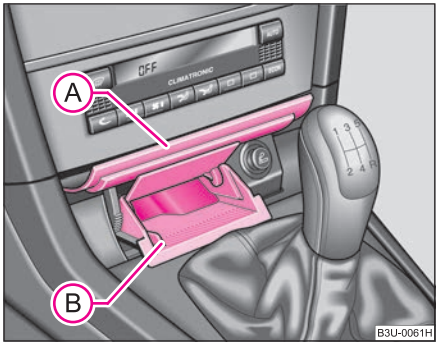

Fig. 88 Centre console: opened ashtray
– Press on the bottom part of the cover of the ashtray - refer to (A) ⇒ fig. 88.
– Grasp the ashtray insert (B) ⇒ fig. 88 at the side recesses and pull it out.